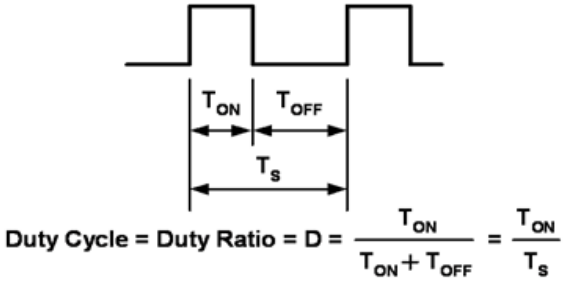

**Figure 13.**
The method of pulsing the current through the LEDs is known as Pulse Width Modulation (PWM) and has become the preferred method of changing the light level. LEDs being a silicon device, turn on and off rapidly in response to the current through them being turned on and off. The switching time is in the order of 100 nanoseconds, this equates to a maximum frequency of 10 Mhz, and applications will typically operate from a 100 Hz to 100 kHz. Below 100 Hz the human eye will detect a flicker from the light emitted from the LEDs. Between 500 Hz and 20 kHz the circuit may generate audible sound. Dimming is achieved by turning the LEDs on and off for a portion of a single cycle. This on/off cycle is called the Duty cycle (D) and is expressed by the amount of time the LEDs are on (Ton) divided by the total time of an on/off cycle (Ts) (Figure 13).